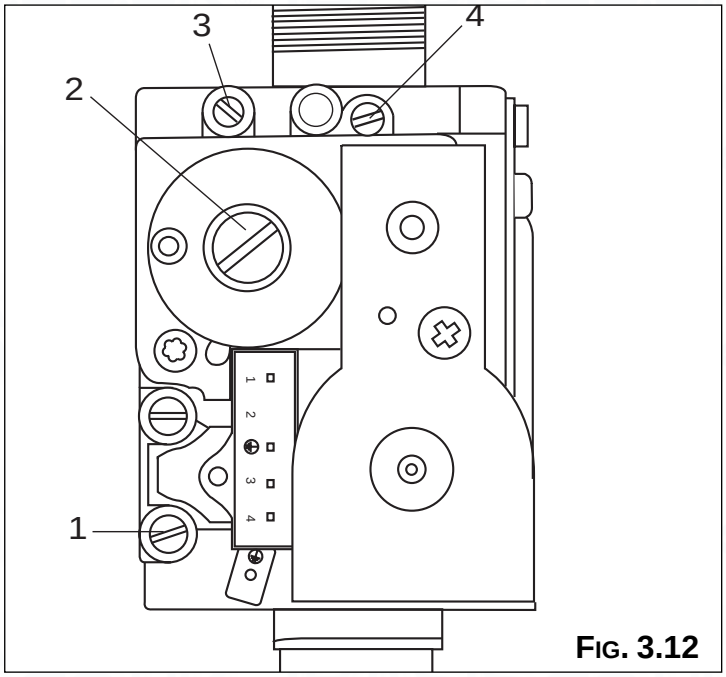

Fig. 3.12
1. Loosen screw "**1**" (Fig. 3.12) and insert the pressure gauge connection pipe into the pipe tap.
Ensure the CO_2 value on the analyser corresponds with the value indicated in table 4D. If this is not the case, adjust screw "**4**" with a screwdriver (Fig. 3.12), until you obtain the correct CO2 reading. Allow the reading to become stable for at least 4 minutes.